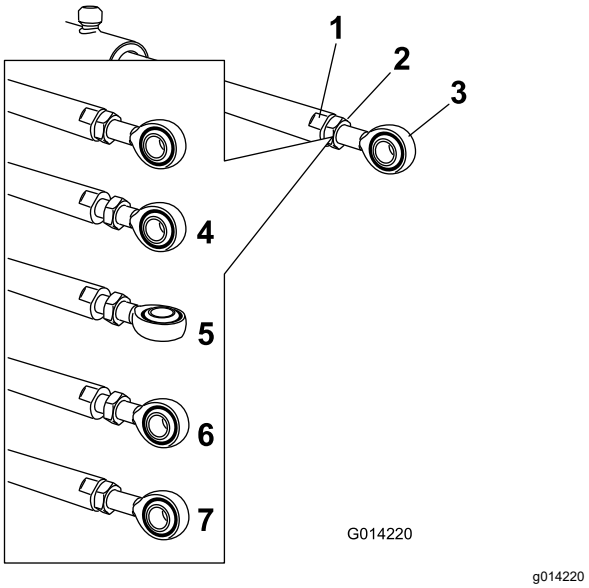

Figure 105
5. Hold the actuator rod at the flats of the rod using a wrench, then loosen the jam nut (Figure 105).
6. Turn the rod end in the actuator rod to shorten or lengthen the extended actuator to the desired position (Figure 105).